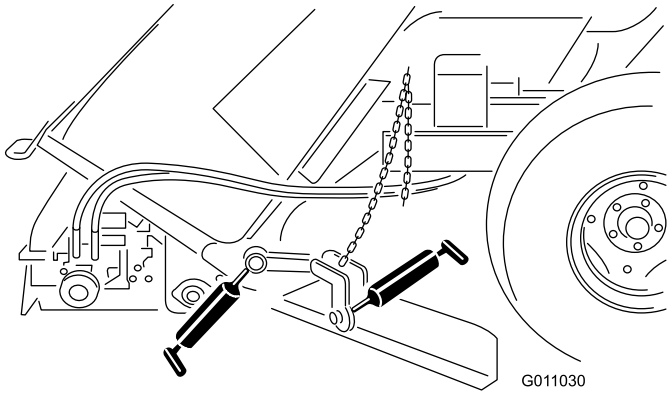

Figur 34
- Strängläggningsbladfästet (Figur 34).
- Strängläggningsbladnavet (Figur 34).